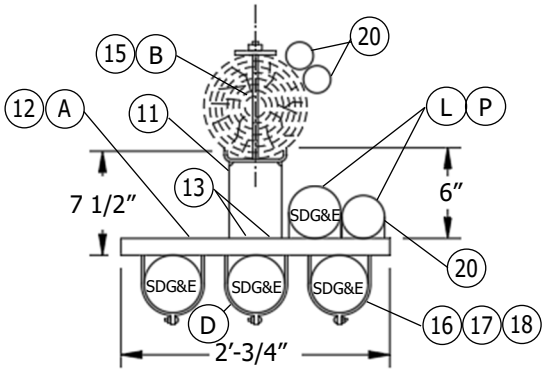

FIGURE 3
2. ADDING A SINGLE RISER TO AN EXISTING RISER POLE. AN EXISTING SINGLE SDG&E RISER WOULD REMAIN ON THE POLE UNLESS IT IS CREATING A G.O. 95 INFRACTION. IF AN INFRACTION EXISTS, MOVE THE EXISTING RISER TO THE LADDER ARM BRACKET ALONG WITH THE NEW RISER SHOWN IN FIGURE 3.
(H) USE FIGURE 3 WHEN INSTALLING MORE THAN ONE RISER.